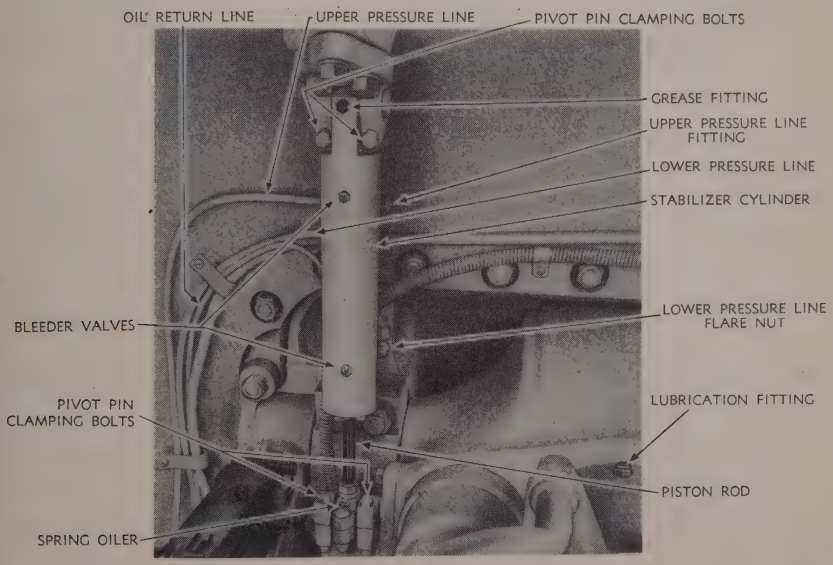

Figure 141—Stabilizer Piston and Cylinder
a. One Zerk type grease fitting and two spring oilers are provided on those parts of the equipment that require periodical greasing and oiling. One spring oiler is located on the piston rod end (figs. 141, 142, and 143) and the other on the gyro control gear box (fig. 143). The grease fitting is located on the cylinder. Grease and oil approximately every 50 hours of operation, using GREASE, O.D., No. 0, and OIL, engine, seasonal grade.